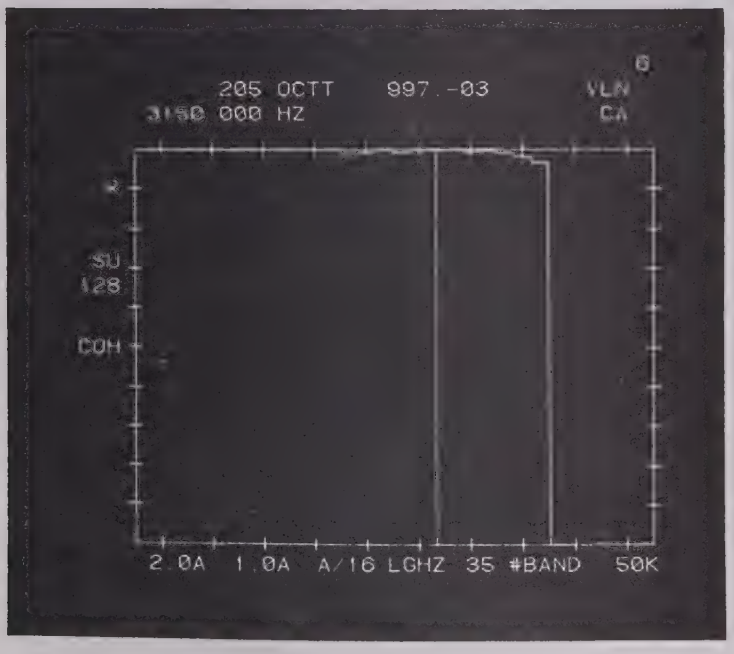

FIGURE O-14
f. Figure O-14 is the Coherence Function in Octave (Octave Coherence - Definition 8).